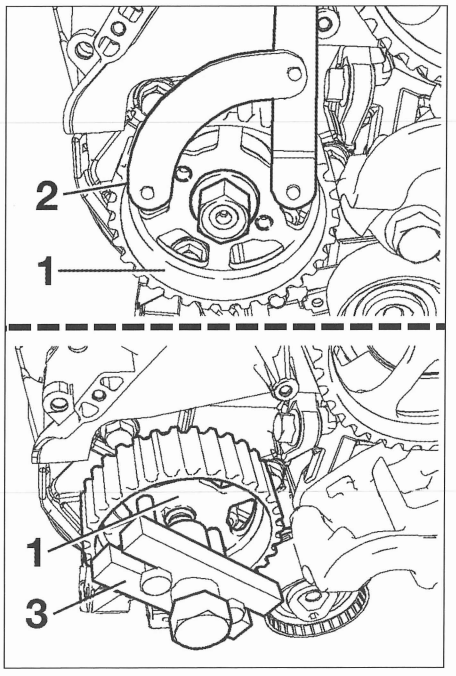

FIG. 26
• Inmovilizar en rotación con un útil apropiado (ref. Ford 205-072) (2), la rueda dentada (1) de la bomba (fig. 26).
- la tuerca de fijación de la polea y extraer la rueda dentada de la bomba con un extractor apropiado (3) (ref. Ford: 205-072) **(fig. 26).**